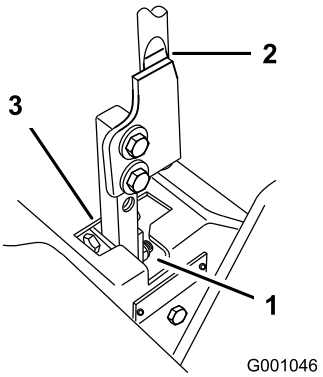

Figuur 67
5. Zet de hendel in de neutraalstand zonder deze te vergrendelen (Figuur 67).
6. Trek de hendel naar achteren totdat de gaffelpen (op de arm onder de taatsas) contact maakt met het uiteinde van de gleuf (en net druk op de veer begint uit te oefenen) (Figuur 67).
7. Controleer of de hendel de juiste positie heeft ten opzichte van de inkeping in het bedieningspaneel (Figuur 67). De hendel moet in het midden staan zodat deze naar buiten kan draaien en worden vergrendeld in de neutraalstand.